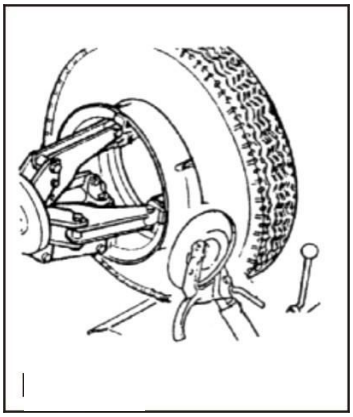

Рис.22
9. Отделите борт шины от диска при помощи монтажного диска. (Рис.22)